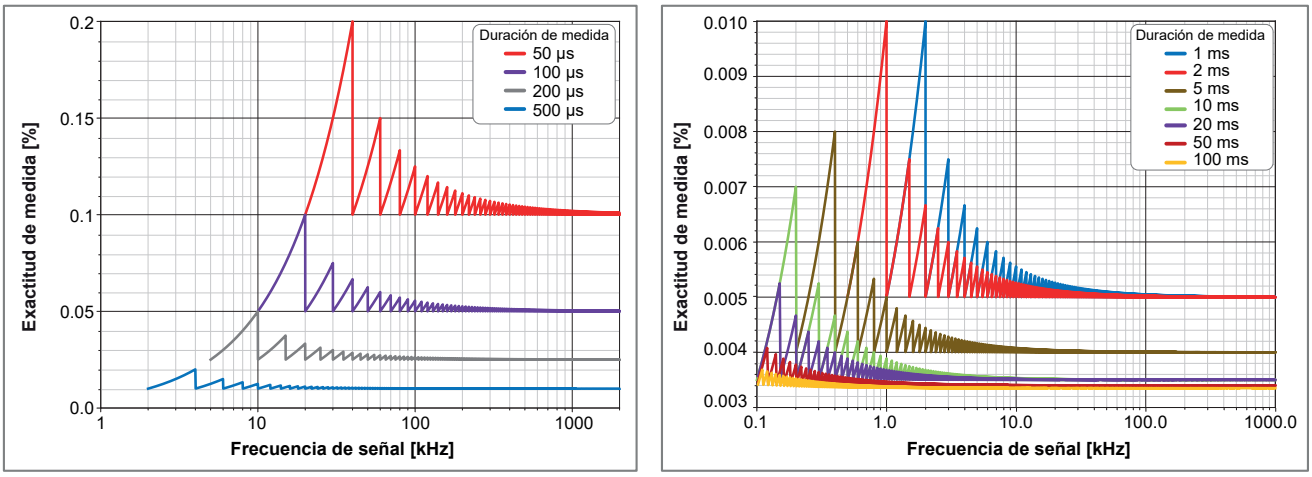
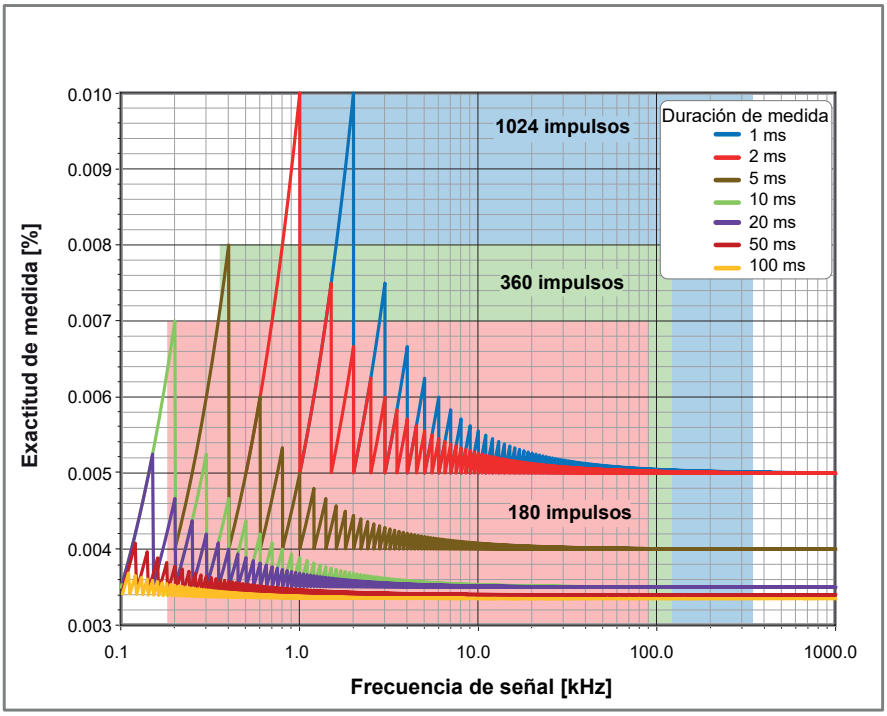

Figura 17: Inexactitud de la frecuencia máxima
Figura 19: Rango operativo de transductor de velocidad vs. inexactitud y duración de medida
(2) En el peor de los casos, la frecuencia de la señal estará ligeramente por debajo del valor mostrado, lo que coincide con el patrón de diente de sierra observado en Figura 17.
Si se superponen estos rangos operativos a las curvas de inexactitud del temporizador de la Figura 17, el resultado será Figura 18 (véase abajo).
Si se superponen estos rangos operativos a las curvas de inexactitud del temporizador de la Figura 17, el resultado será Figura 19 (véase abajo).